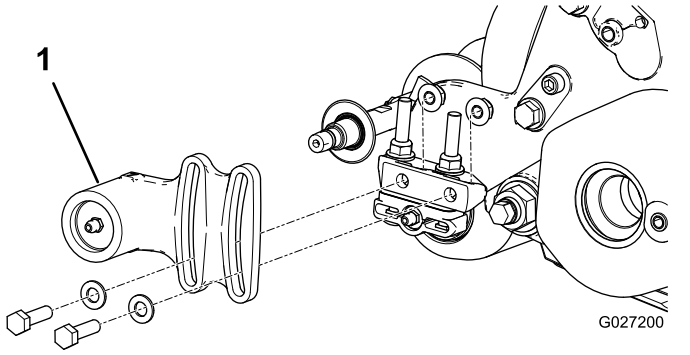
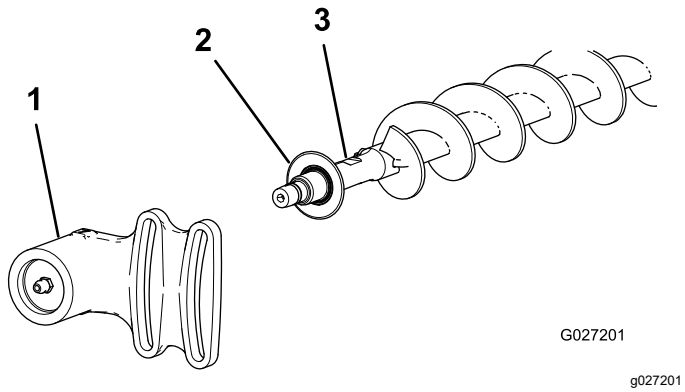

Figuur 21
Figuur 22
1. Als er een rolborstel op het maaidek is gemonteerd, verwijdert u de 2 bouten, ringen en moeren waarmee de lagerbehuizing van de niet-aangedreven rolborstel is bevestigd aan de montagebeugel van de lagerbehuizing (Figuur 21 en Figuur 22).
2. Schuif de lagerbehuizing van de niet-aangedreven rolborstel en de afdichting van de borstelas af (Figuur 22).
9. Plaats de afdichting en de lagerbehuizing van de niet-aangedreven rolborstel op de borstelas (Figuur 22).